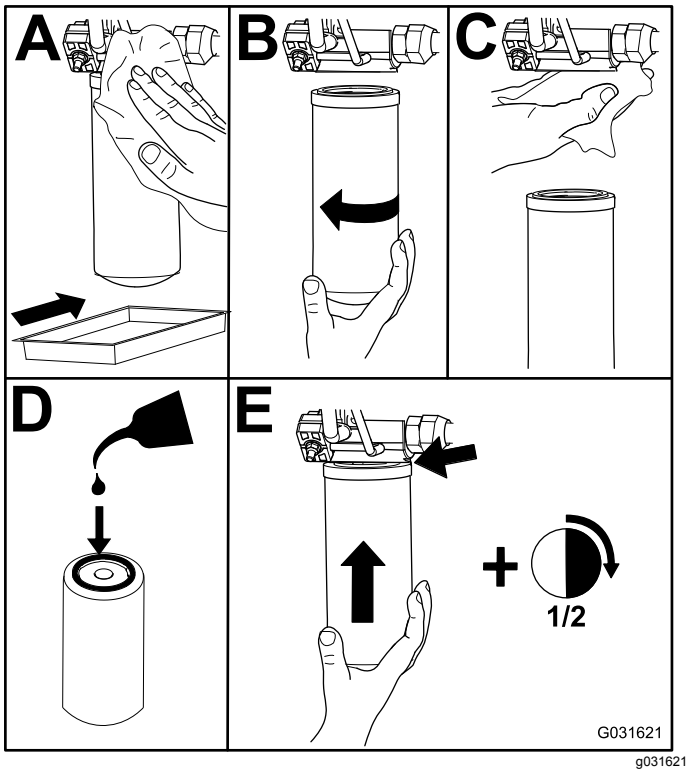

Figuur 105
2. Vervang de hydraulische filters (Figuur 105).